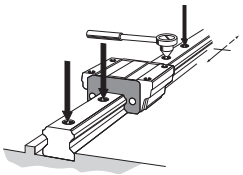

图6 全锁紧装配螺栓
(4) 使用扭矩扳手，将装配螺栓按规定的扭矩拧紧。(请参照图6、A-350 表1和表2)